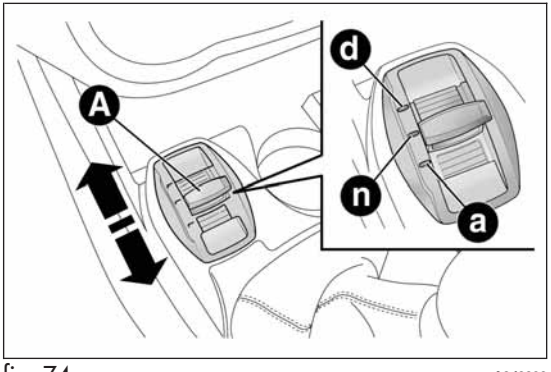

fig. 74 A0J0090
This device allows, using lever A fig. 74 (on the central tunnel), three car response modes to be selected according to driving style and road conditions:
Move the lever A fig. 74 upwards (next to the letter "d") and hold in this position for 0.5 seconds until the corresponding LED lights up or the word "Dynamic" appears on the display (see fig. 77).
Move lever A fig. 74 downwards (to the letter "a") and hold in this position for 0.5 seconds until the corresponding LED lights up or the word "All Weather" appears on the display (see fig. 79).
To deactivate "All Weather" mode and return to "Natural", carry out the same procedure described for "Dynamic" mode, but move lever A fig. 74 to "a".
- In the event of system failure or a fault with lever A fig. 74, no driving modes can be selected. The display will show a warning message.